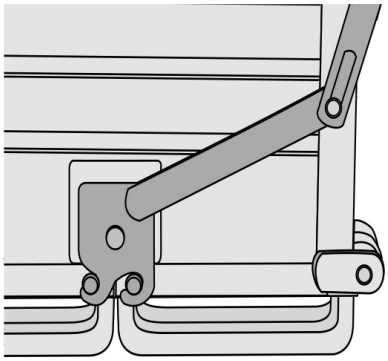

Bild 6.2.12
• 6.2.15 Überprüfen Sie, ob die Vorrichtungen zur Sicherung der Böden gut eingehakt sind **(Bild 6.2.12 - 6.2.13 - 6.2.14).**